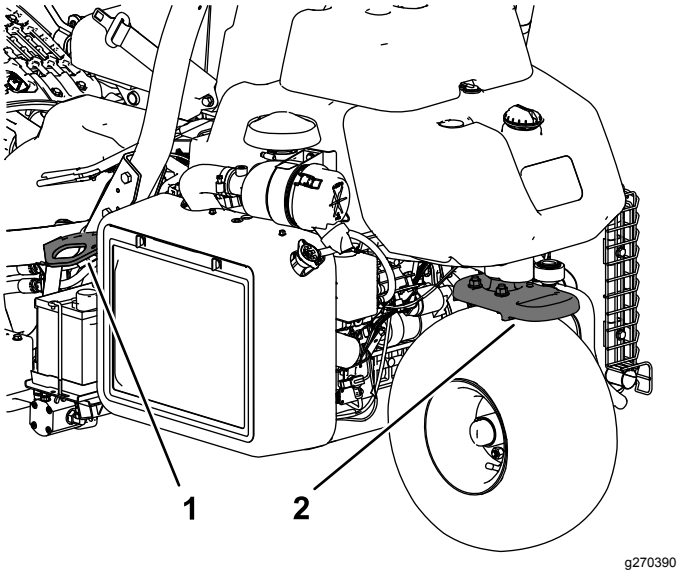

Figur 28
- Bind fast maskinen så att den sitter säkert med spännband, kedjor, vajrar eller rep. Både de främre och bakre spännremmarna ska vara riktade nedåt och ut från maskinen. (Figur 28).